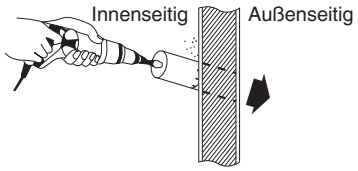

Abb. 3-7
(4) Eine Öffnung in der Wand machen. Hierzu eine Stichsäge, Lochsäge oder einen Lochschneid-Bohrereinsatz verwenden. Siehe Tabelle 3-1 und Abb. 3-7.